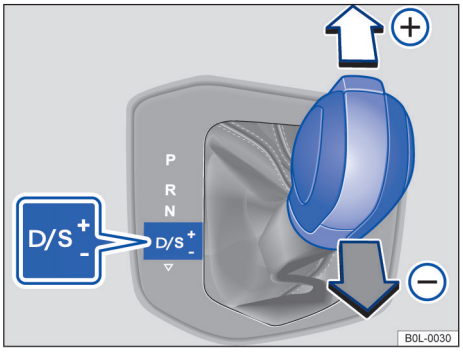

图 86 变速杆处于 Tiptronic 位置
– 向前 ⊕ 或向后 ⊖ 轻推变速杆即可上下切速挡 →图 86。